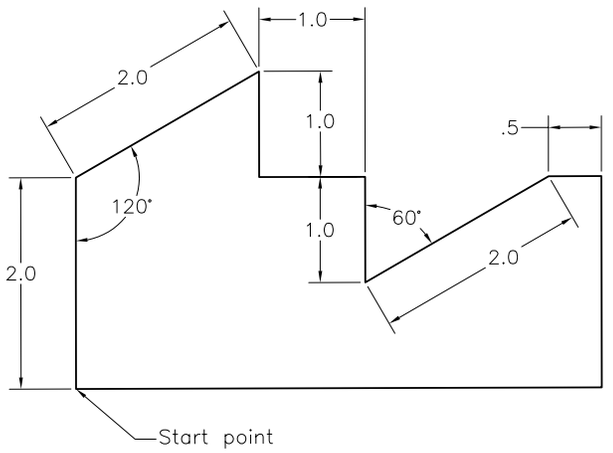

***Figure 2-41*** *Drawing for Example* ***5***
In this example, you will set the units of a drawing according to the given specifications and then draw Figure 2-41. You also need to do the following.
6. With the units set, draw Figure 2-41 using the relative polar coordinates. Here, the units are fractional and the angles are measured from north (90-degree axis). Also, the angles are measured as positive in the clockwise direction and negative in the counterclockwise direction.